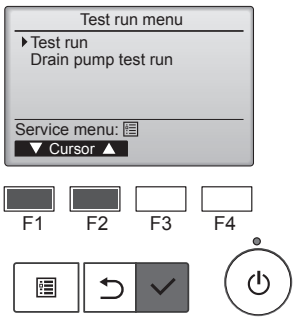

Rys. 7-2
② W menu ruchu próbnego wybrać pozycję "Test run" (Ruch próbny), a następnie nacisnąć przycisk [WYBIERZ]. (Rys. 7-2)
③ Rozpocznie się operacja ruchu próbnego i zostanie wyświetlony ekran operacji ruchu próbnego.